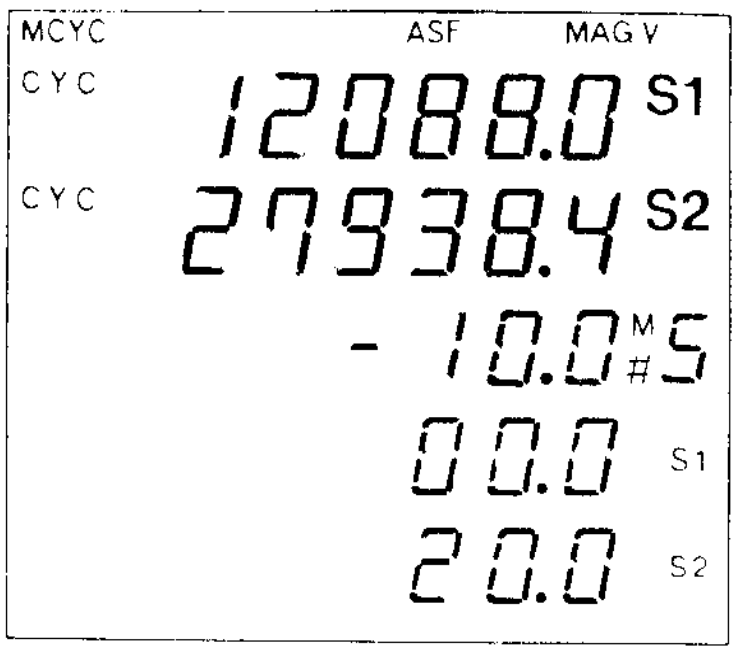

Fig. 40 Function #5 Screen
1. Enter Function #5 by pressing [#] and [5]. Do not press [ENT] at this time. The display will look like Fig. 40. The TD's being received are displayed in the upper two lines.